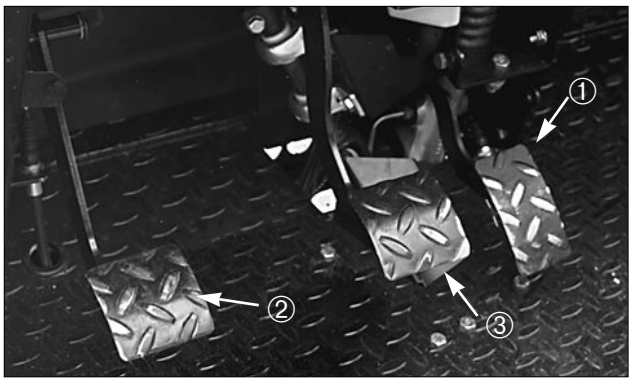

**Figure 8**
**Accelerator Pedal** (Fig. 8)—Used to vary engine and ground speed when the transmission is in gear. Depressing the pedal increases engine RPM and ground speed. Releasing it will decrease engine RPM and ground speed.
**Clutch Peda**l (Fig. 8)—The clutch pedal must be fully depressed to disengage the clutch when starting the engine or shifting transmission gears. Release the pedal smoothly when the transmission is in gear to prevent unnecessary wear on the transmission and other related parts.
**Brake Pedal** (Fig. 8)—The brake pedal is used to apply service brakes to stop or slow vehicle.